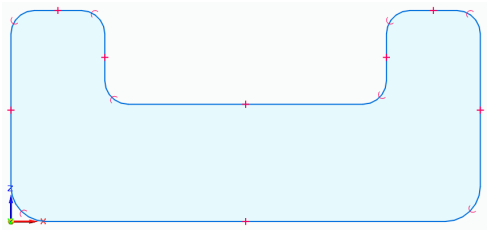

Figure 2-51 *Sketch after creating fillets*
6. Select the remaining corners of the sketch one by one and then fillet them with a radius of 10. The sketch after creating fillets is shown in Figure 2-51. Next, exit the tool by choosing the **Select** tool from the **Select** group of the **Home** tab.